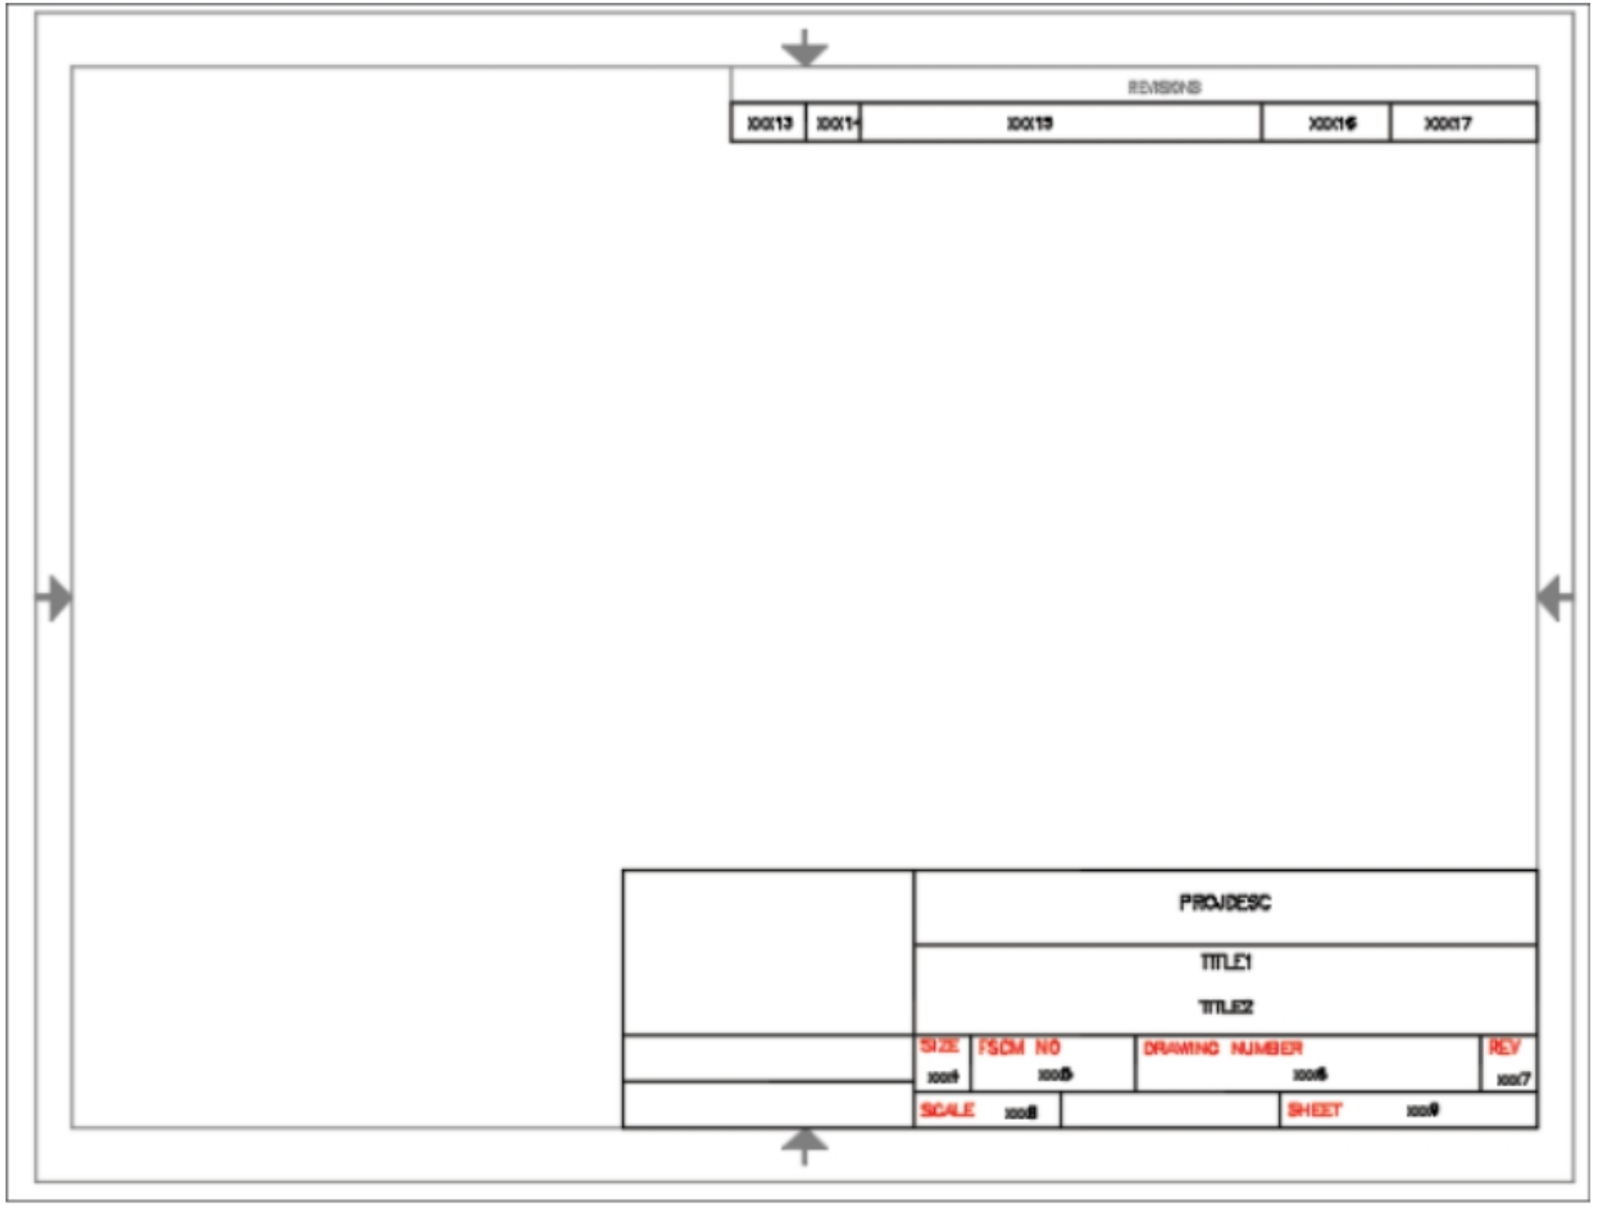

Figure-53. Drawing opened with the template
- Select the **ACE ANSI A(Landscape) Color.dwt** template from the list of templates and click on the **Open** button from the dialog box. A new drawing will open with selected template; refer to Figure-53.